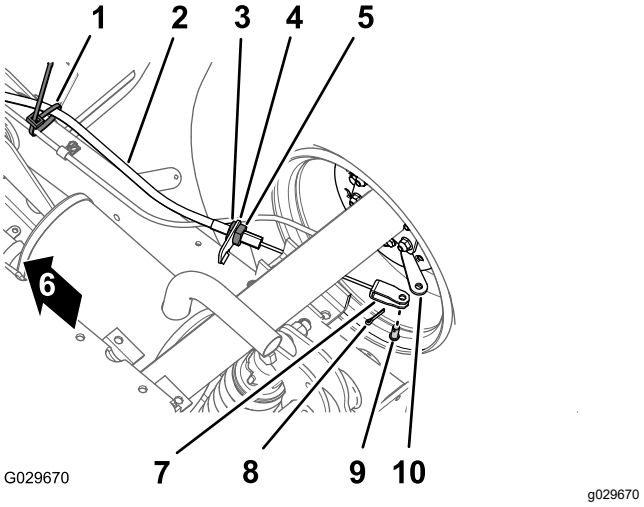

Figur 44
1. Fjern kabelbåndet i bunden af maskinen, der fastgør parkeringsbremsens kabel til driftsbremsens ledning (Figur 44).
2. Marker en rotationsstribe på den fremadgående kontramøtrik til parkeringsbremsens kabel (Figur 44).
3. Løsn den bageste kontramøtrik og fjern kablet fra bremsekablets beslag (Figur 44).
4. Fjern låseclipsen og gaffelbolten, der fastgør gaffelbolten til parkeringsbremsens kabel, på bremsebetjeningshåndtaget, og tag kablet af håndtaget (Figur 44).
1. Før den genvindskårne justeringsskrue på parkeringsbremsens kabel hen til bremsekablets beslag og gaflen til bremsebetjeningshåndtaget (Figur 44).
3. Juster den genvindskårne justeringsskrue på parkeringsbremsens kabel i forhold til bremsekablets beslag og stram den bageste kontramøtrik (Figur 44).